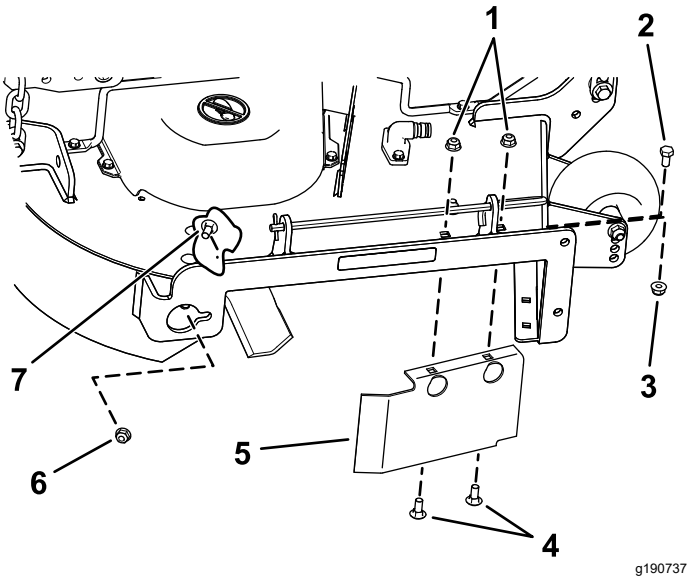

Rysunek 18
8. Odkręć śrubę zamkową (5/16 x ¾ cala) z nakrętką zabezpieczającą (5/16 cala) ze ściany tylnej podwozia tnącego mocujące przegrodę do podwozia (Rysunek 18).
9. Zlokalizuj osłonę przegrody przy przedniej krawędzi otworu wyrzutu bocznego (Rysunek 18).
10. Wykręć elementy mocujące osłonę przegrody i prawą przegrodę do podwozia tnącego kosiarki (Rysunek 18).
13. Wkręć odkręcone wcześniej elementy mocujące w przednie otwory w płycie wyrzutu oraz przedni otwór w podwoziu tnącym (Rysunek 18).